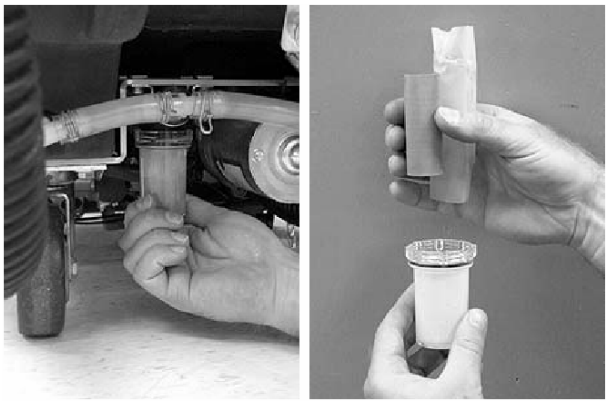

図36
1. 本機下部から洗浄液タンクフィルターを取り外し、網を洗います。フィルターを取り外す前に、洗浄液タンクが空であることを確認してください。（図36）